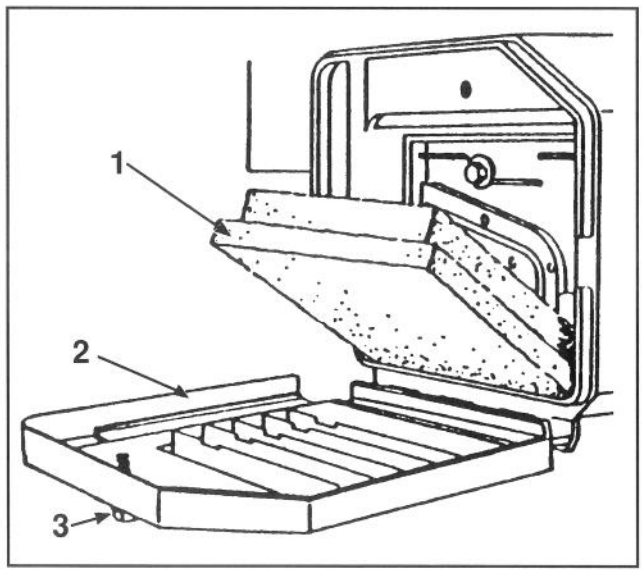

Abb. 18
2. Den Knopf, der den Luftfilterdeckel am Motor festhält, drehen, bis sich der Deckel entfernen läßt. Den Deckel sorgfältig reinigen (Abb. 18).
3. Falls Schaumstoffelement verschmutzt ist, dieses aus dem Luftfilter herausnehmen (Abb. 18). Sorgfältig reinigen